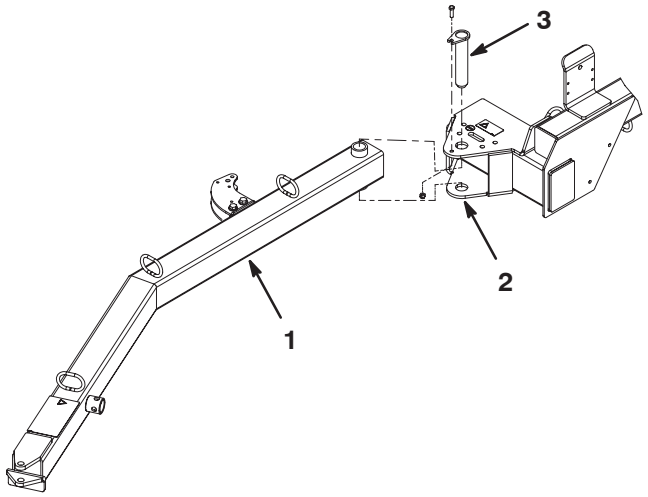

Figure 2
1. Insert the rear end of hitch tongue between the mounting plates on the sweeper while aligning the mounting holes (Fig. 2).
2. Secure the hitch tongue to the mounting plates with a hitch pin (Fig. 2).
3. Secure the hitch pin in the mounting plates with a 3/8–16 x 1–1/4" capscrew and a 3/8–16 locknut (Fig. 2).